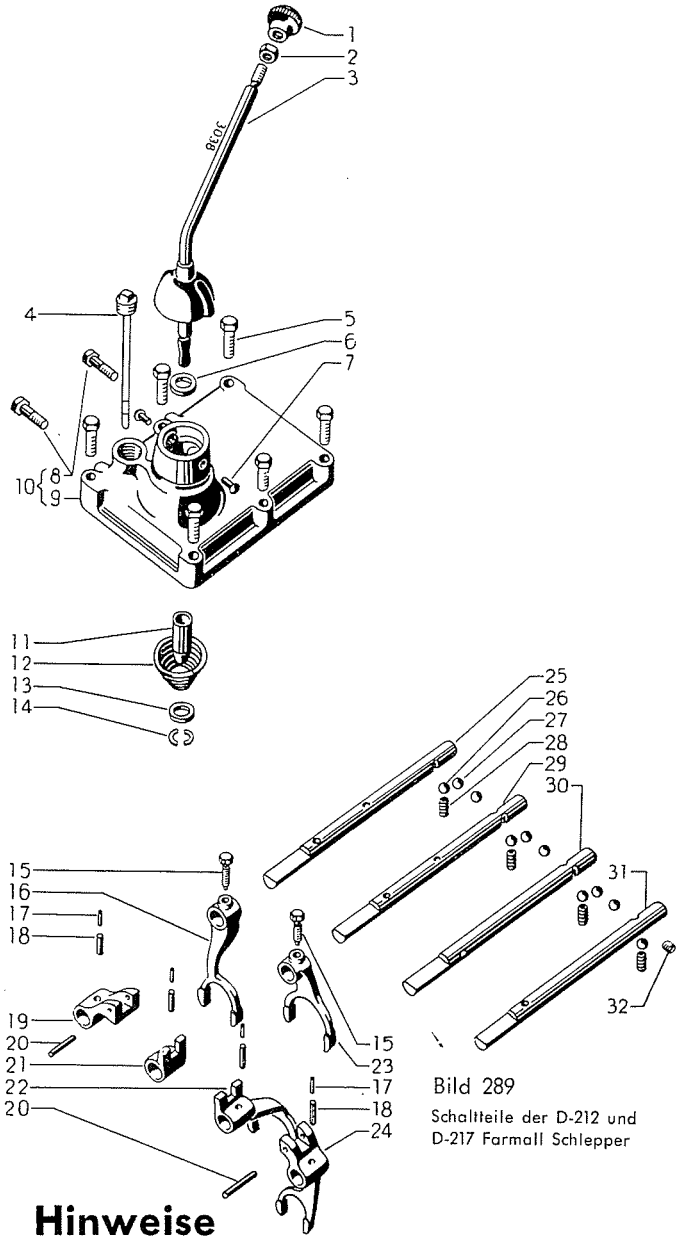

Bild 289
Verbundspannstifte (17 und 18), Bild 289, die in die Schaltstangen hineingetrieben werden müssen, sind etwa 3 mm kürzer als die Schaltstangendicke (77), Bild 278.